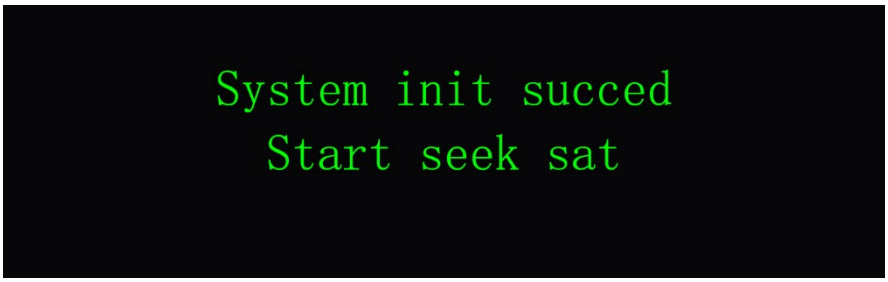

Figure 5-12 The Prompt of Alignment
(1) When the Terminal is used for the initial time, the 'App' for Terminal Control should be used first, to set up the satellite related parameters. If the Terminal has the polarization switch function, please use the App to switch the polarization mode. Please see the operational instructions in section 7.
(2) The 'App' for Terminal Control should also be used if it is necessary to select a different satellite. Please see the operational instructions in section 7.
8. When the Terminal is ready to align with the satellite, as shown in Figure 5-12.